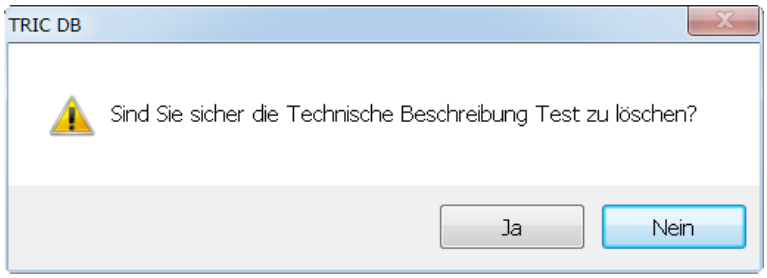

Bild 36.57 – Löschen einer technischen Beschreibung
- wählen Sie sie an und klicken auf *Löschen*. Bestätigen Sie noch die Sicherheitsabfrage (Abb. 36.57).